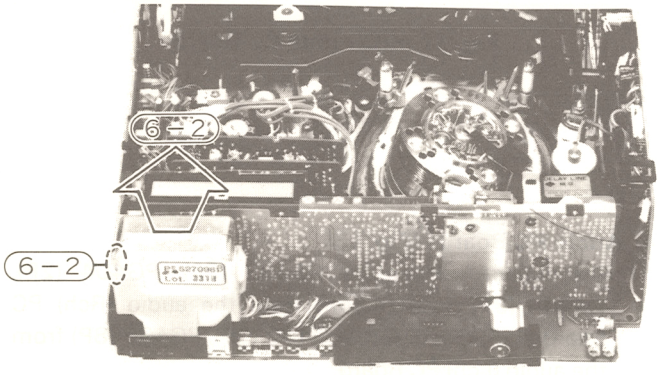

**Fig. 15 Switching Regulator**
**6. Switching regulator (Fig. 15)**